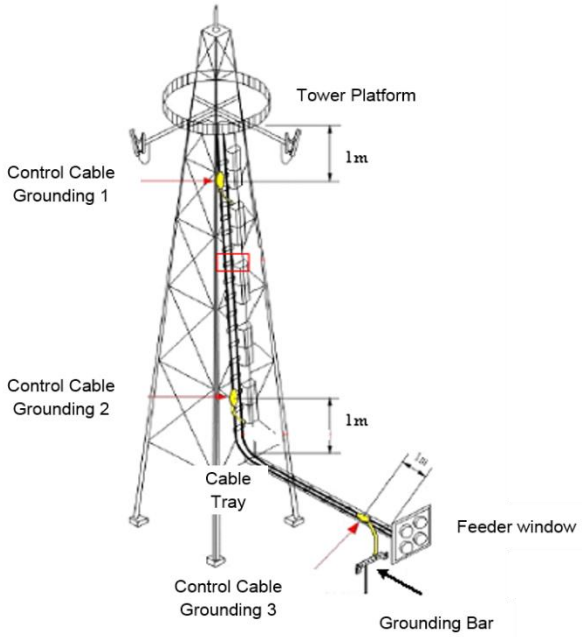

Figure 15
b) Control cables metal sheath should be clamp to grounding kit within 1m of antenna, 1m within the cable tray at the bottom of the tower, and 1m before entering base station shelter. Make sure grounding cable is installed property, feeder window of the shelter room should be close to the ground and properly connect to the grounding bar that leads to the ground. (See Figure 15)